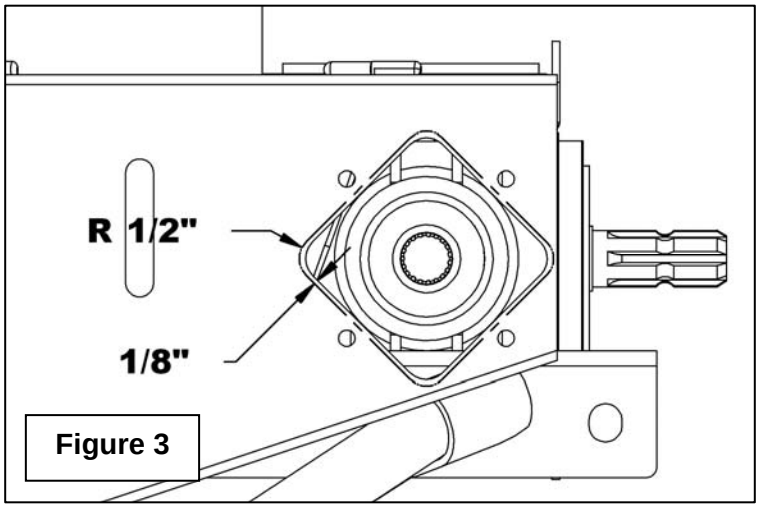

Figure 3
3. **Figure 3:** Enlarge of 1/8" on the four sides of the existing square hole and remake rounding of 1/2" radius to the four corners.